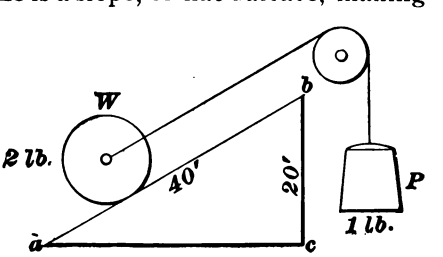
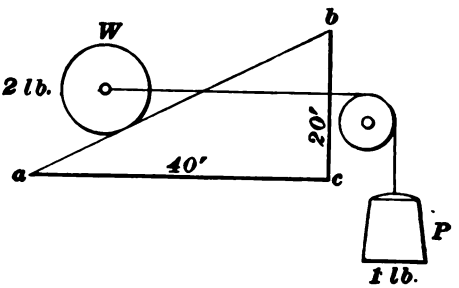
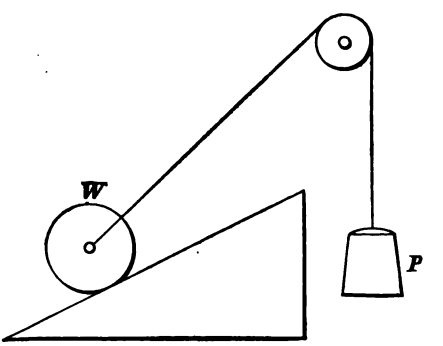

FIG. 34.
FIG. 35.
FIG. 36.
in Fig. 34. (2) Where the force acts parallel to the base, as in Fig. 35. (3) Where the force acts at an angle to the plane or to the base, as in Fig. 36.
82. Relation Between Force and Weight.—In Fig. 34, the relation existing between the force and the weight is easily found. The weight ascends a distance equal to *c b*, or the height of the inclined plane, while the force acts through a distance equal to *a b*, or the length of the inclined plane. Therefore,
83. In Fig. 35, the force is supposed to act parallel to the base for any position of W; therefore, while W is moving from the level $a\,c$ to b, or through the height $c\,b$ of the inclined plane, P will move through a distance equal to the length of the base $a\,c$. When the force acts parallel to the base, we have
For Fig. 36, no rule can be given. The ratio of the power varies as the position of W varies; it may be determined by the principle of the resolution of forces. As W